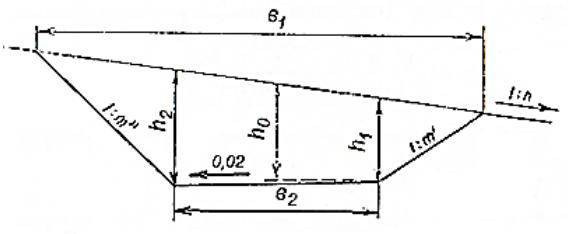

Рис. 3
- для резерва шириной дна не более 10 м и односторонним поперечным уклоном 0,02 в полевую сторону (Рис. 3):